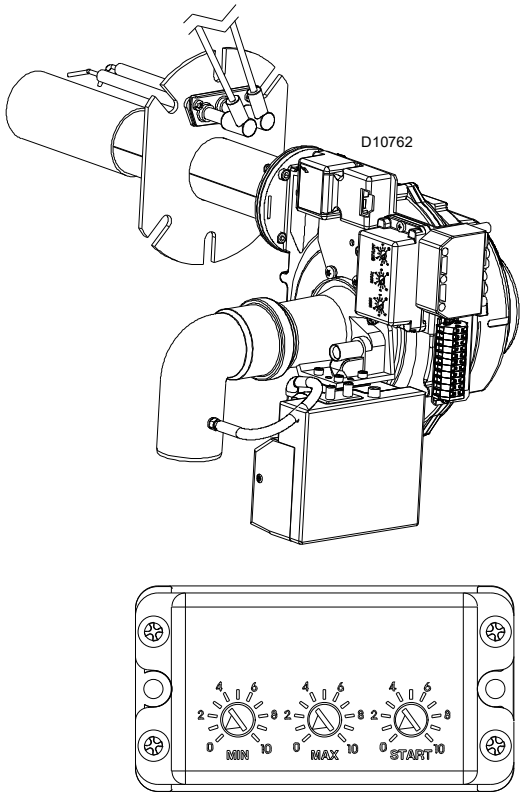

Abb. 11
- Die Einstellungen des Trimmers am Steuergerät (Abb. 11) überprüfen.
Die Motordrehzahl kann durch Betätigen der drei “Trimmer” eingestellt werden (Abb. 11).
geforderten entsprechen. Um ihren Wert zu erhöhen oder zu verringern, den Trimmer MAX am Steuergerät betätigen (Abb. 11).
Die Mindestleistung muss der vom verwendeten Heizkessel geforderten entsprechen. Um ihren Wert zu erhöhen oder zu verringern den Trimmer MIN am Steuergerät betätigen (Abb. 11).
START am Steuergerät (Abb. 11) verändert werden.